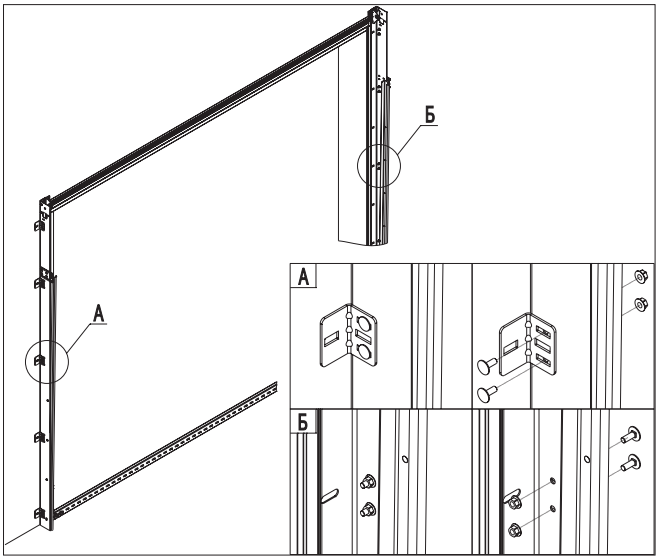
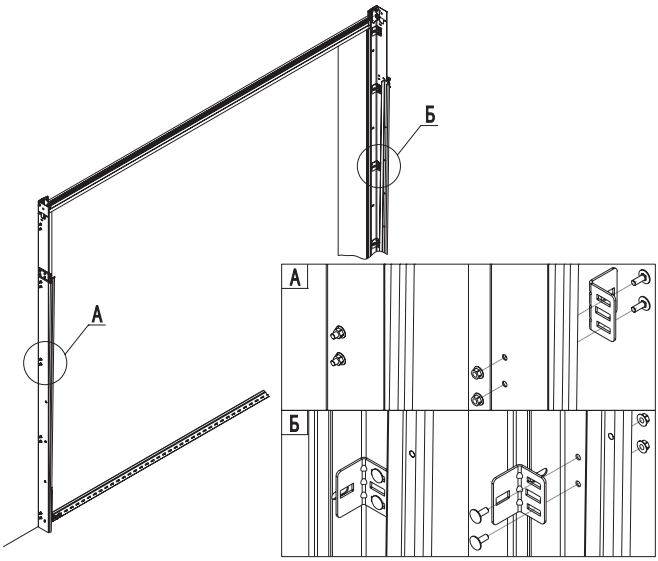

*Рис. 9.1*
*Рис. 9.2*
4) закрепить на стойках усиливающие боковые кронштейны при помощи болтов М6×16 с полукруглой головкой и гаек с буртиком. На рис. 9.1 показан вариант установки усиливающих боковых кронштейнов снаружи опорных стоек, на рис. 9.2 – внутри.